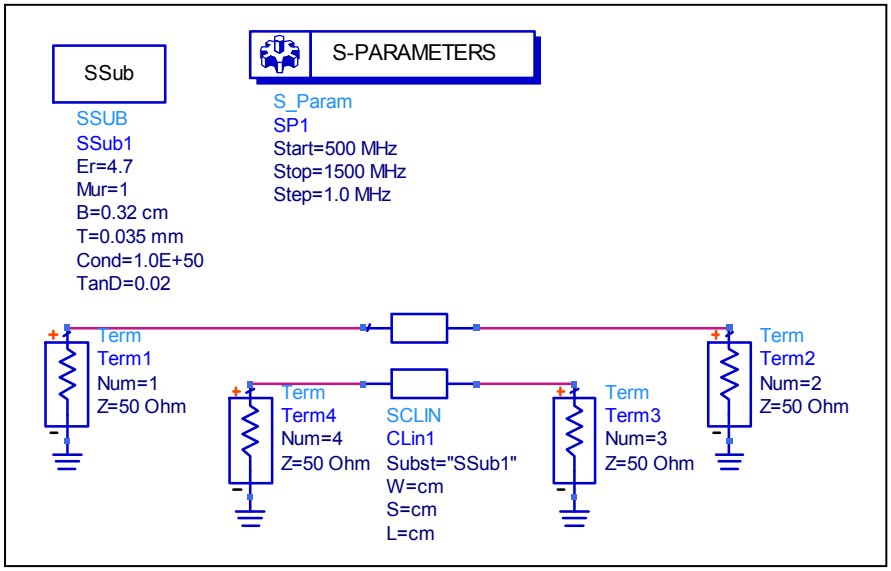

Figure 1 - Single section edge coupled lines coupler.
1. Simulate a single section edge coupled line with the dimensions you found in 'Prelab Exercise' question 1, as shown in Figure 1.